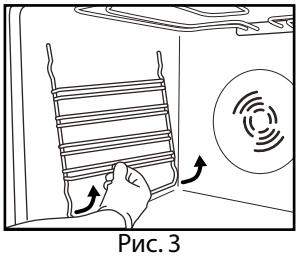

Рис. 3
1. Снимите боковые решетки — держатели принадлежностей (*Рис. 3*).